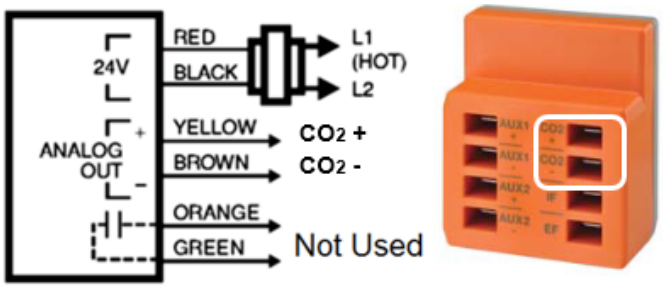

Fig. 7a - Honeywell C7232 CO_2 Sensor Typical Connections
3. Wiring CO_2 Sensor to ZIP Economizer- See Fig. 7a and 7b.